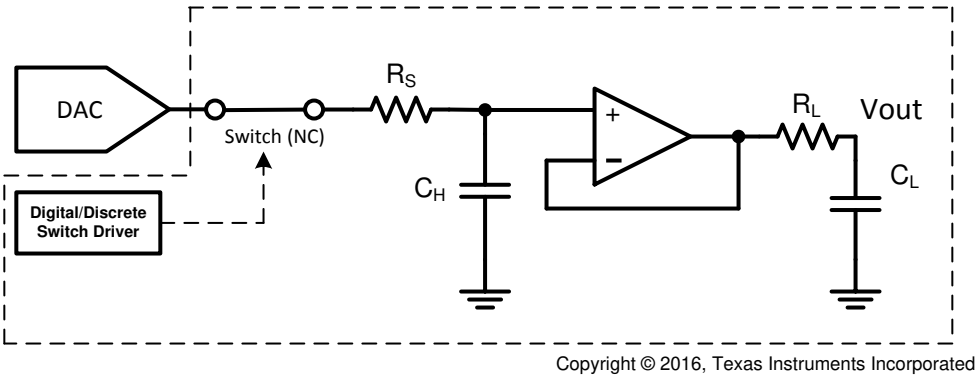

Figure 72. Simplified Sample and Hold Circuit
– In its simplest form, the sample and hold circuit can be constructed from the following components: a capacitive element, output buffer, and switch. A schematic of the simplified S&H is shown in Figure 72.